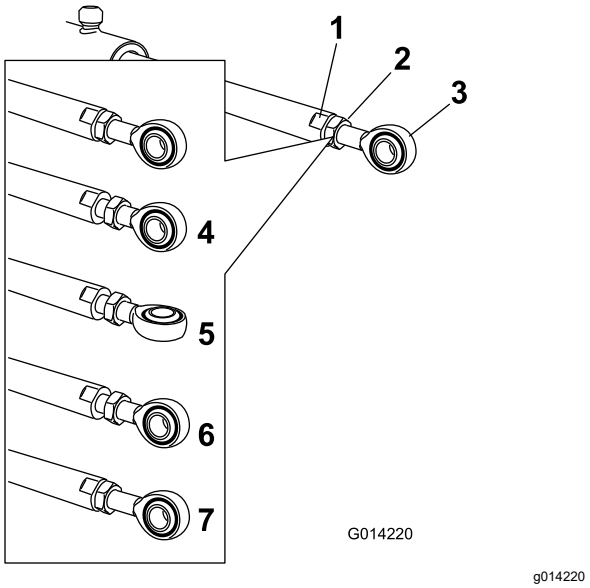

Figure 61
5. Use a wrench on the flat sides of the actuator rod to immobilize it, then loosen the jam nut to allow the eyelet rod to be adjusted (Figure 61).
6. Turn the eyelet rod in the actuator rod to shorten or lengthen the extended actuator to the desired position (Figure 61).